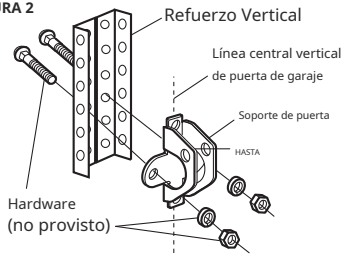

FIGURA 3
- yo Taladre orificios de sujeción de 3/16". Fije el soporte de la puerta con los tornillos autorroscantes. (Figura 3) **Puertas de madera:**